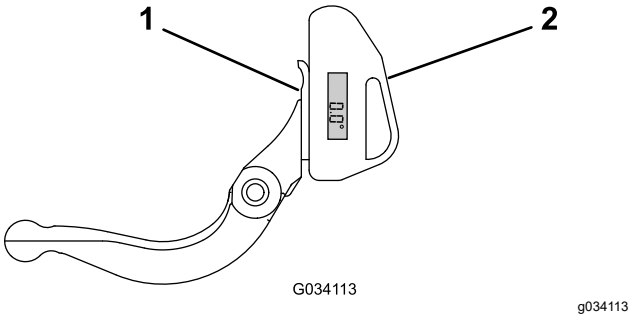

Rysunek 32
1. Umieść wskaźnik nachylenia na dolnej powierzchni noża dolnego w sposób pokazany na Rysunek 32.